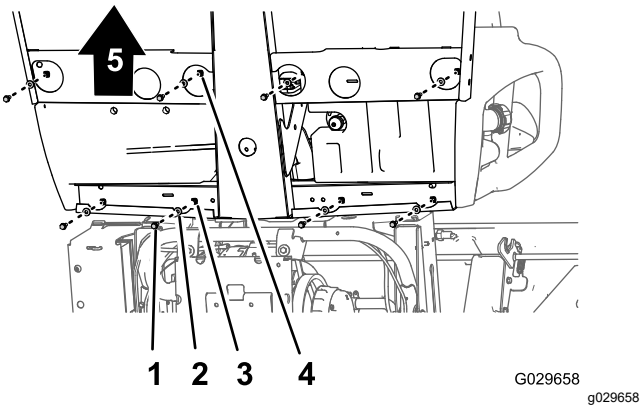
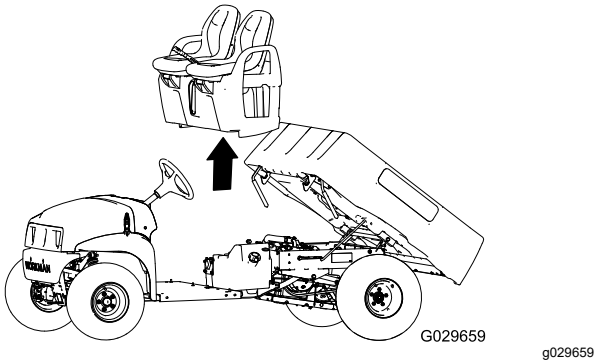

Figur 44
Figur 45
1. Ta bort de åtta flänsskruvar och åtta brickor längst ner på maskinen som håller fast sätessockeln på golvplattan och den bakre hyttkanalen (Figur 44).
2. Lyft försiktigt av sätena, sätessockeln och parkeringsbromskablarna från maskinen (Figur 44).
1. Lyft på sätena och sätessockeln på maskinen och rikta in bromskablarna med chassit (Figur 44 och Figur 45).
2. Rikta in hålen i sätessockeln med hålen i golvplattan och den bakre hyttkanalen (Figur 44 och Figur 45).